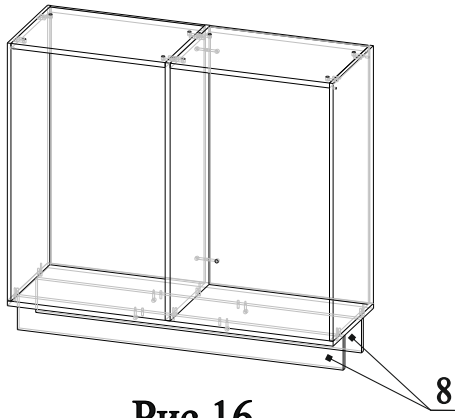

Рис.16
26. Соединить детали 8 с деталью 7, затянуть эксцентрики по часовой стрелки до упора (рис.16);